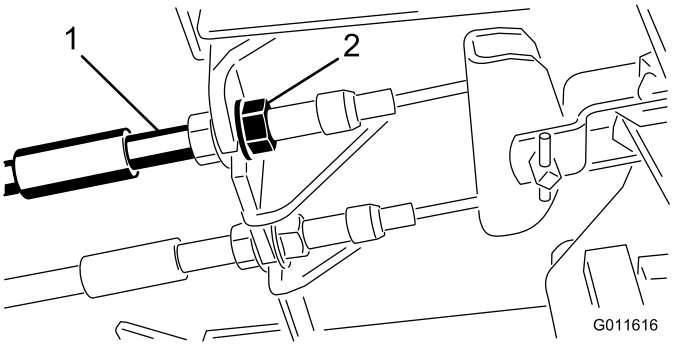

Figura 55
1. Per ridurre il gioco dei pedali del freno, stringete i freno allentando il dado anteriore sull'estremità filettata del cavo del freno (Figura 55).